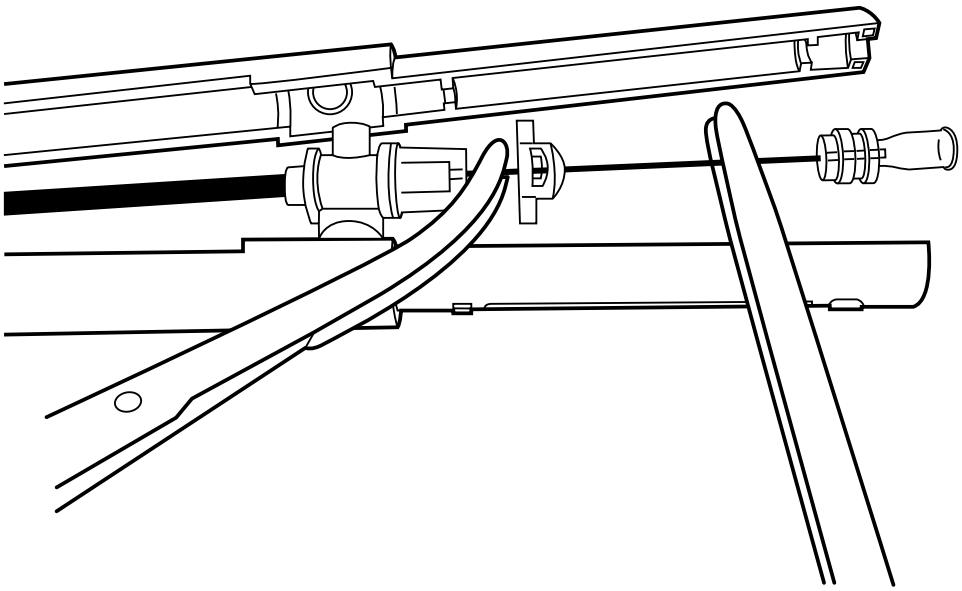

Figura 21. Presa del tubo del filo guida (a destra) e del tubo del meccanismo di ritenzione prossimale (a sinistra)
6. Con l'ausilio di una pinza emostatica, afferrare il tubo del filo guida accanto al raccordo ad alette del meccanismo di rilascio della punta. Con un'altra pinza emostatica, afferrare il lume esterno rotto accanto all'estremità del tubo (figura 21).